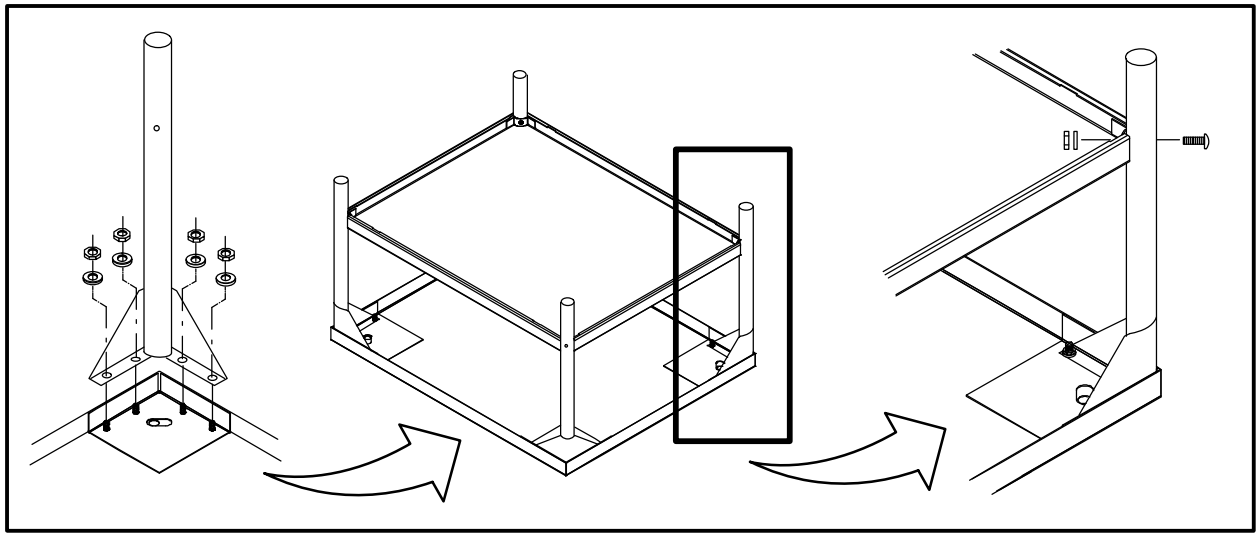

Figure 2
6. Posez une rondelle-frein et un écrou sur chaque boulon et serrez à fond. Reportez-vous à la Figure 2.